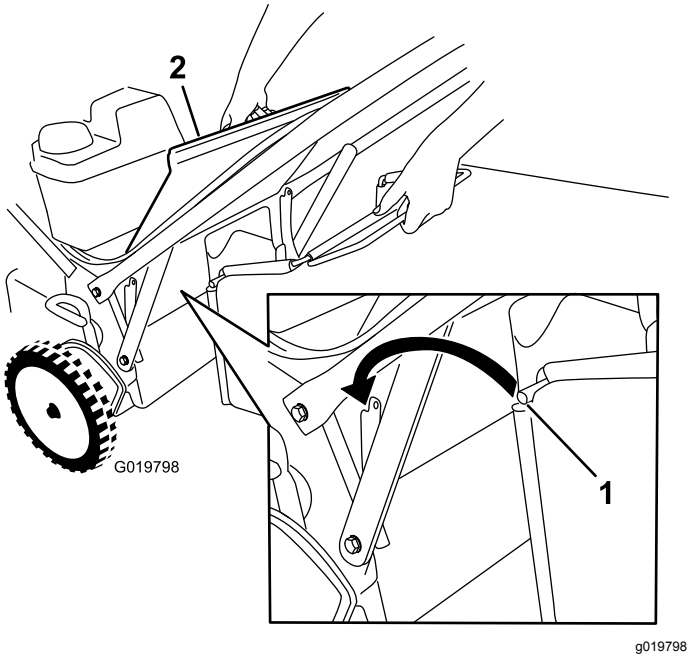

Figuur 23
1. Zet de afvoergeleider aan de achterzijde omhoog en houd hem in deze stand (Figuur 23).
3. Breng de grasvangerstang aan in de inkepingen onderaan de handgreep en schud de grasvanger heen en weer om zeker te zijn dat de stang helemaal in de beide inkepingen zit; zie Figuur 23.